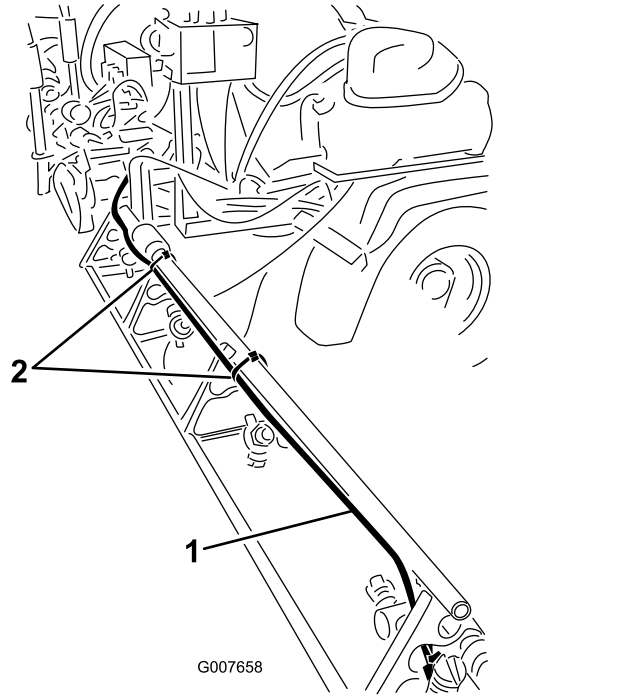

Figuur 14
4. Leid de buis langs de achterzijde van de bovenste steunstang van de buitenste spuitboom, zoals getoond in Figuur 14.
6. Bevestig de buis met kabelbinders aan de buitenste spuitboom; zie Figuur 14.